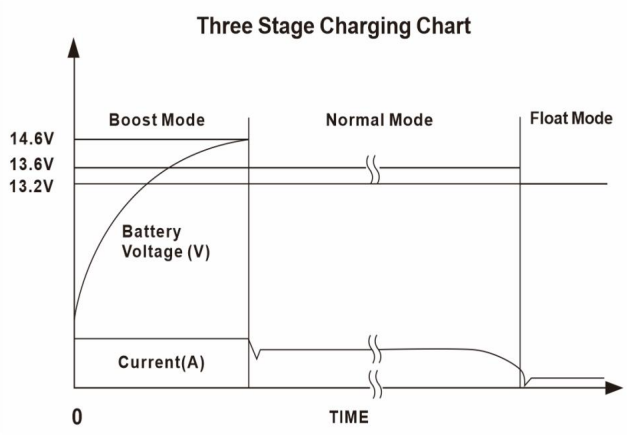

Abbildung 1
(1) Der mit + oder POS gekennzeichnete Anschluss ist für den positiven 12-VDC-Anschluss des RV vorgesehen.
(2) Die mit - oder NEG gekennzeichnete Klemme ist für den negativen Anschluss des RV12VDC.
(3) Die 12VDC-Ausgangsverdrahtung erfordert keinen Überstromschutz. N da der Konverter/Ladegerät die Stromabgabe begrenzt. Alle elektrischen Anschlüsse müssen jedoch dem entsprechenden NEC-Code entsprechen .
9. Blei-Säure-Batteriemodus: Drehen Sie den Schalter A auf den Blei-Säure-Modus, um die Batterie im 3-Stufen-Modus aufzuladen (Abbildung 1).